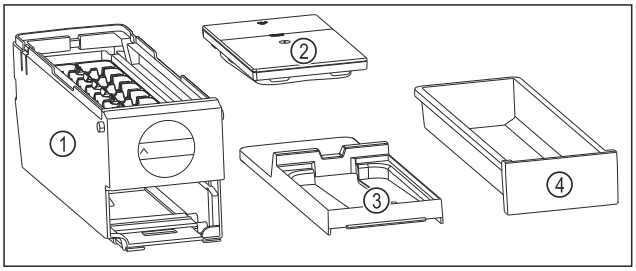

Fig. 123 Составные части EasyTwist-Ice
▷ EasyTwist-Ice разобран на четыре части. (см. Fig. 123)
▶ Разбирайте EasyTwist-Ice только на составные части, представленные на рисунке. (см. Fig. 123)
▶ Очищайте корпус EasyTwist-Ice *Fig. 123 (1)* как цельное устройство.